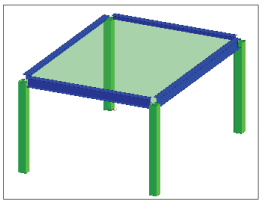

図2　架構図
e)　「矩形パネル」で節点No.5→No.8を選択（図2）。